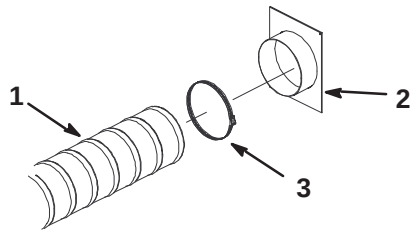

Figure 6
17. Mount other end of hose to hose adapter plate with a hose clamp (Fig. 6).